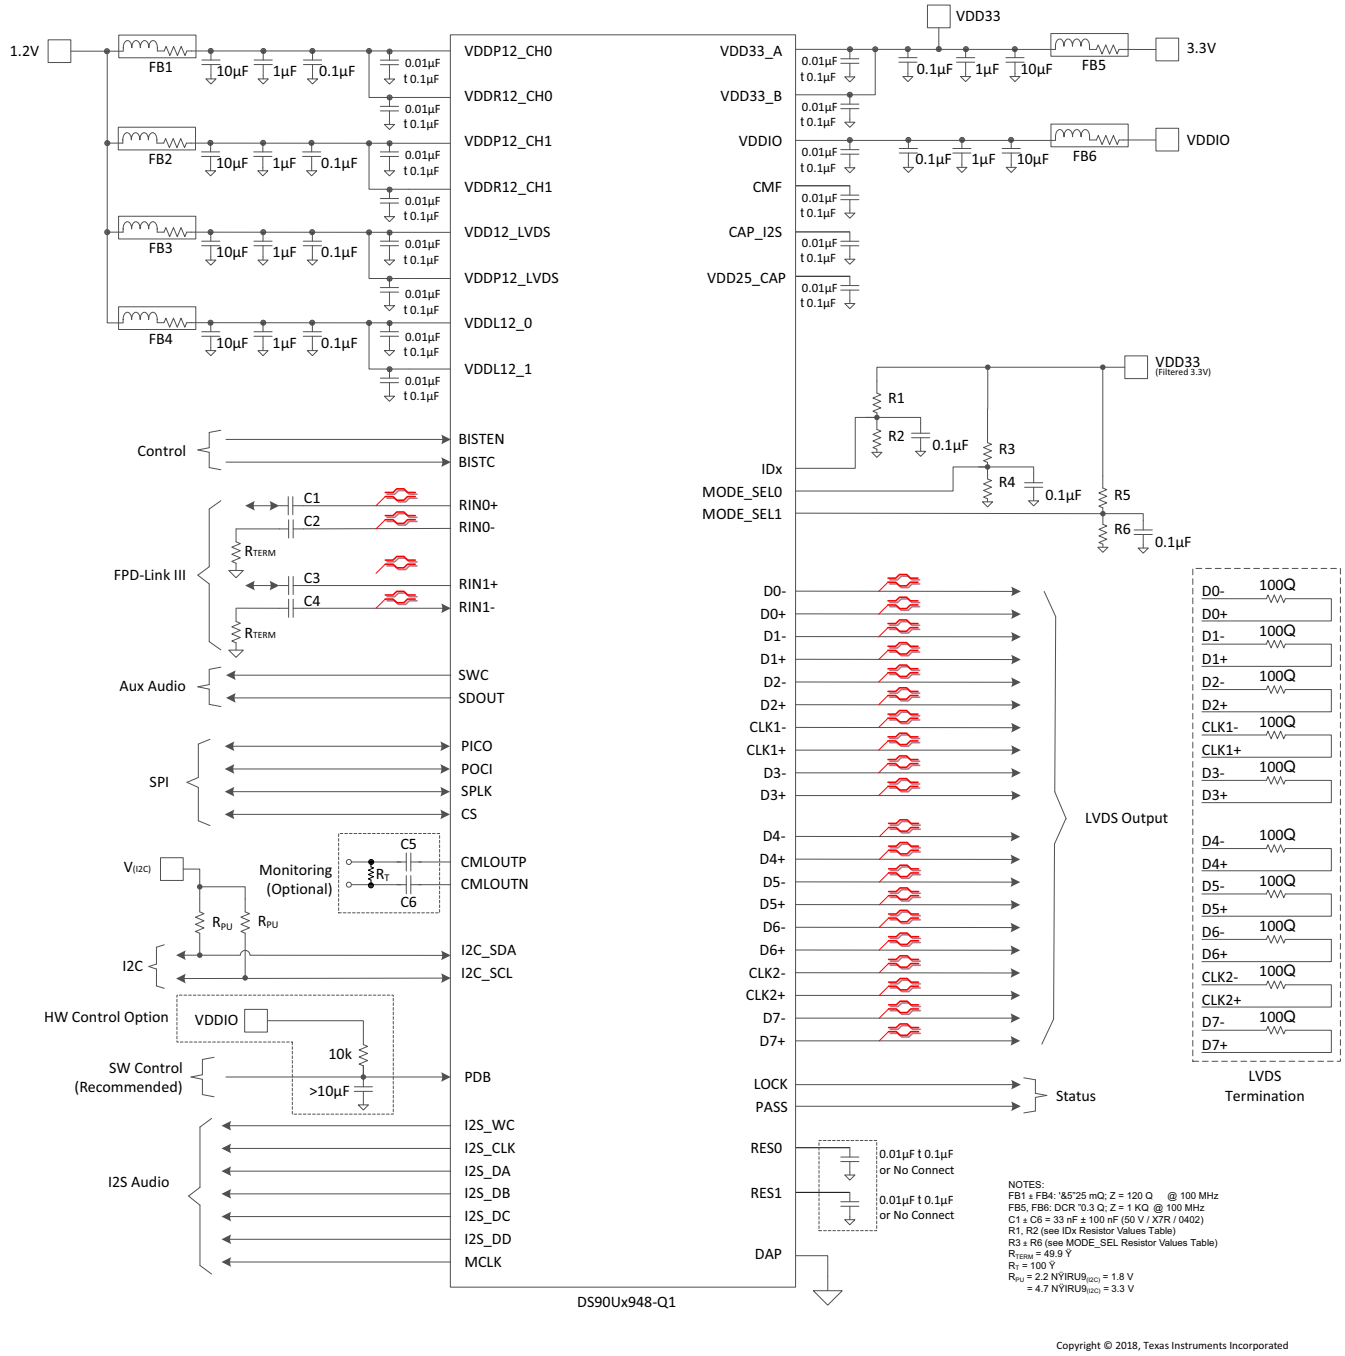
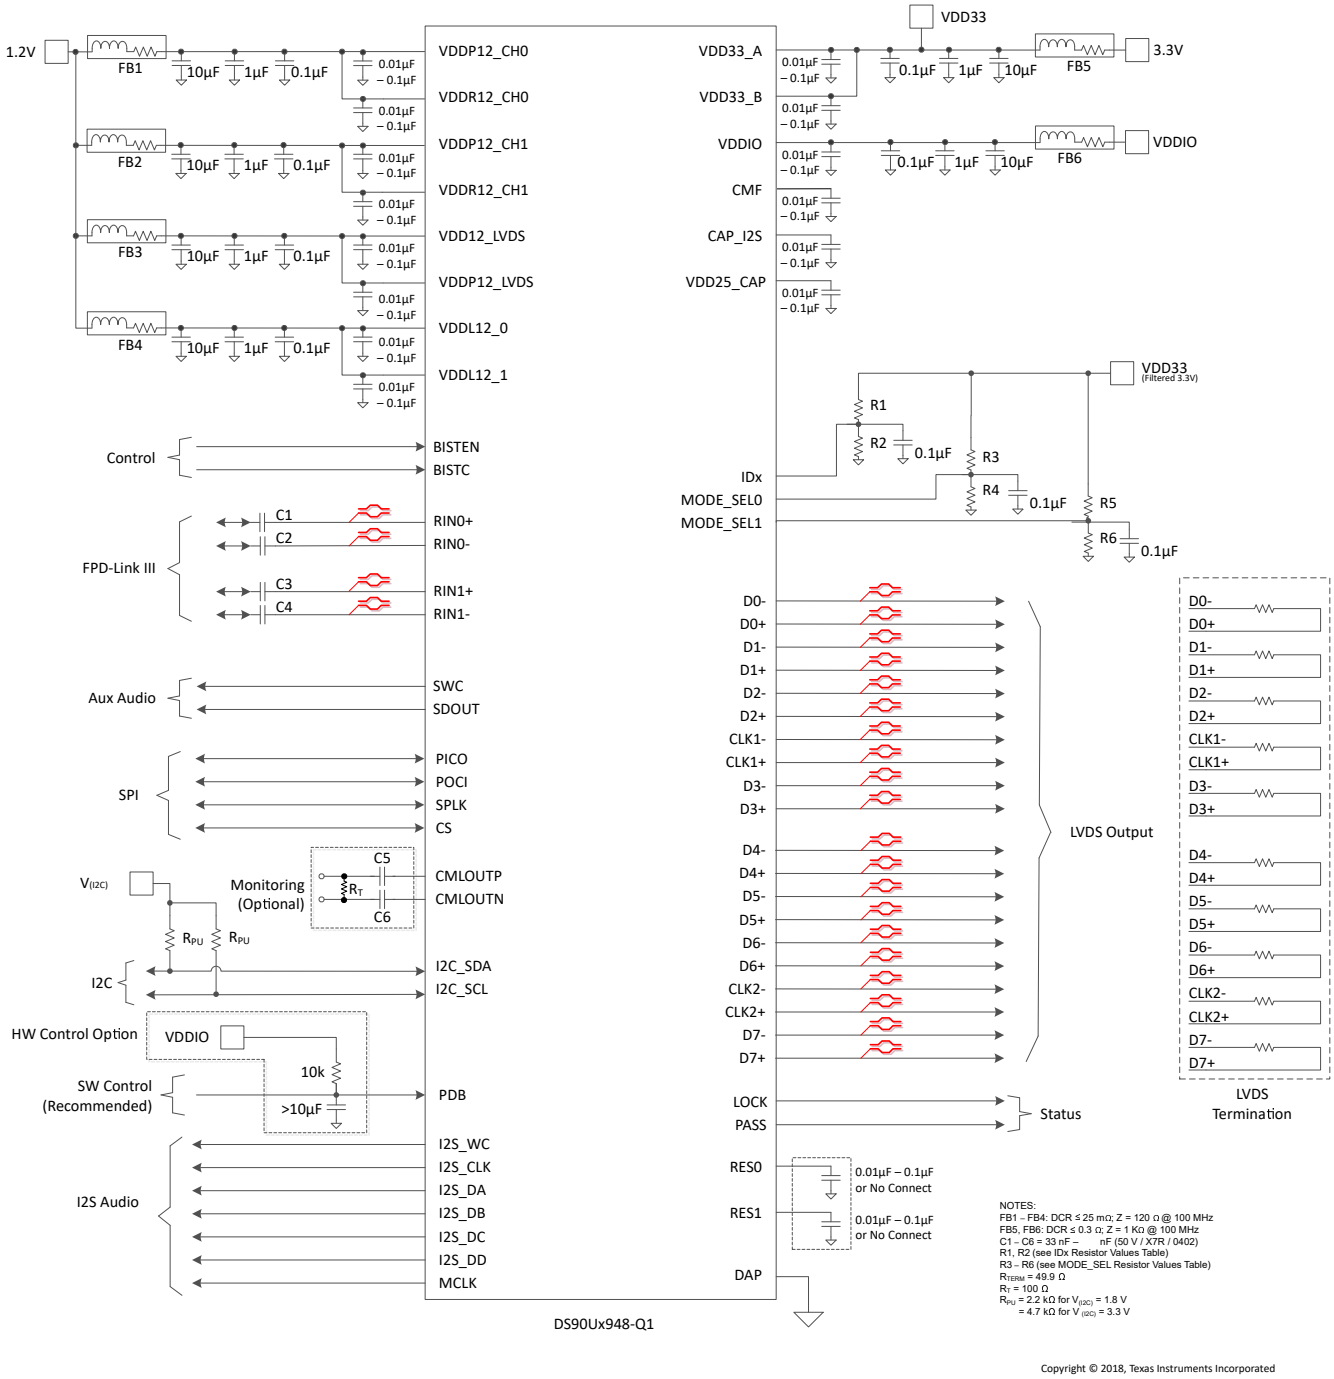

图 8-1. Typical Connection Diagram (Coax)
图 8-2. Typical Connection Diagram (STP)
Bypass capacitors must be placed near the power supply pins. At a minimum, use four (4) 10-µF capacitors for local device bypassing. Ferrite beads are placed on the two sets of supply pins (VDD33 and VDDIO) for effective noise suppression. The interface to the graphics source is LVDS. The VDDIO pins may be connected to 3.3 V or 1.8 V. A capacitor and resistor are placed on the PDB pin to delay the enabling of the device until power is stable. See 图 8-1 for a typical STP connection diagram and 图 8-2 for a typical coax connection diagram.